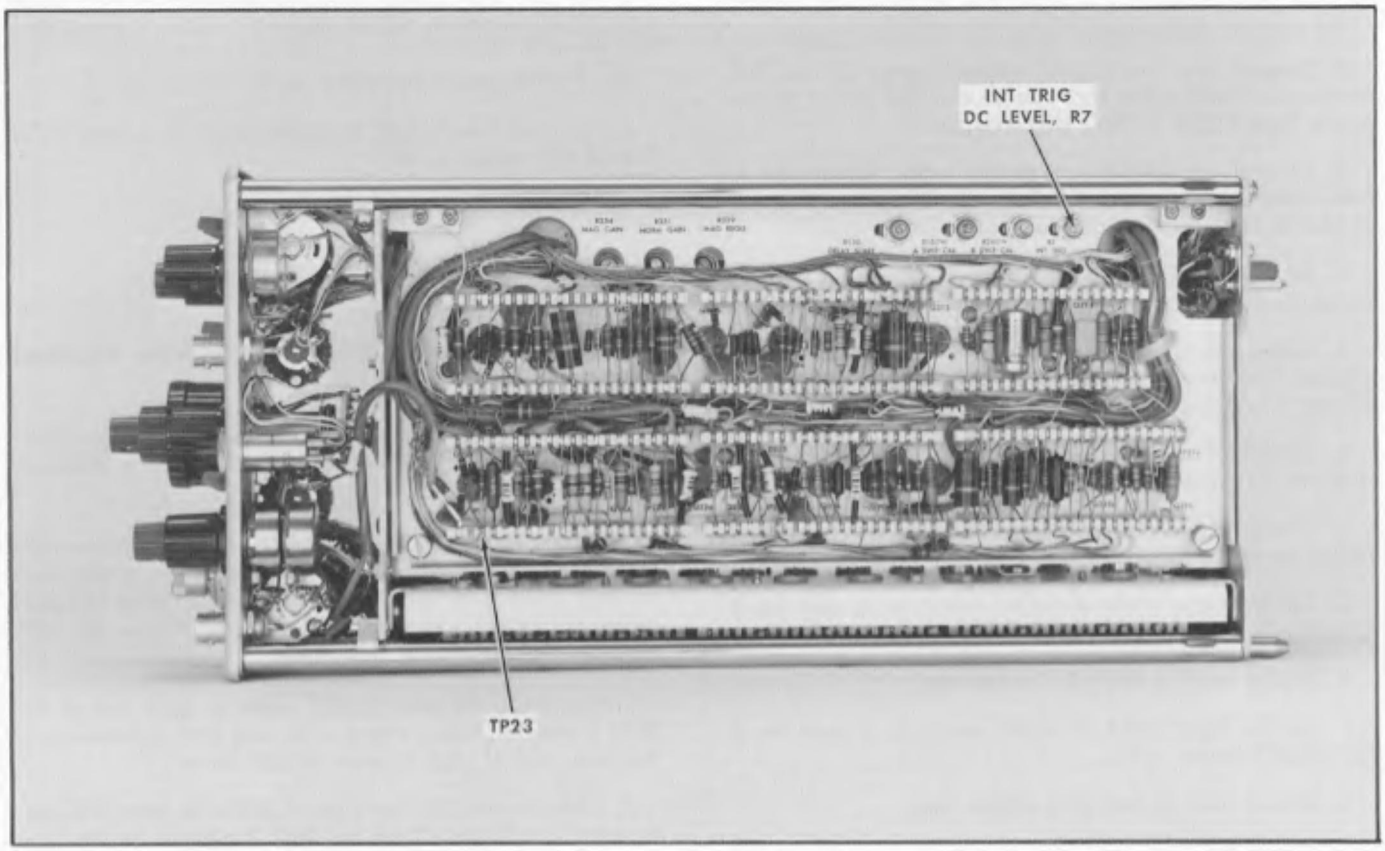

Fig. 6-3. Location of Int Trig DC Level, R7 and test point TP23.
b. Connect a DC voltmeter between ground and TP23, see Fig. 6-3 (test point on emitter of Q23B).
e. ADJUST—Int Trig DC Level control, R7 (see Fig. 6-3) for a voltmeter reading of zero volt.
f. Remove the 10× probe tip from ground and connect it to TP23; see Fig. 6-3 (test point on emitter of Q23B).